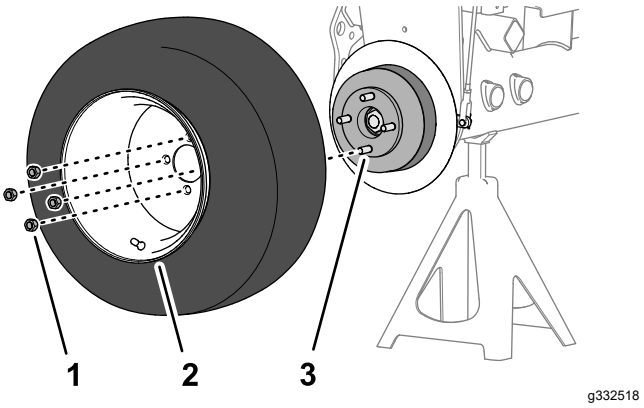

Rysunek 76
1. Zamontuj koło do piasty za pomocą 4 nakrętek kół (Rysunek 76) i dokręć nakrętki kół palcami.